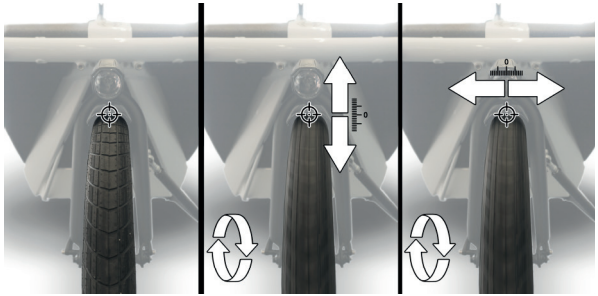

Afbeelding 36: De centrering van het wiel controleren
- Centrering: Als een wiel niet meer gecentreerd is, wiebelt het tijdens het draaien. U kunt dit controleren door de fiets op de standaard te zetten en de wielen te laten draaien (zie afbeelding 36). Als het wiel draait, kijk dan apart naar de velg en de band. Een verkeerd gemonteerde band kan ook wiebelen veroorzaken. Een nieuw wiel moet inrijden en moet vaker worden gecentreerd. Neem contact op met uw Urban Arrow dealer om uw wiel te laten repareren als het wiel wiebelt.